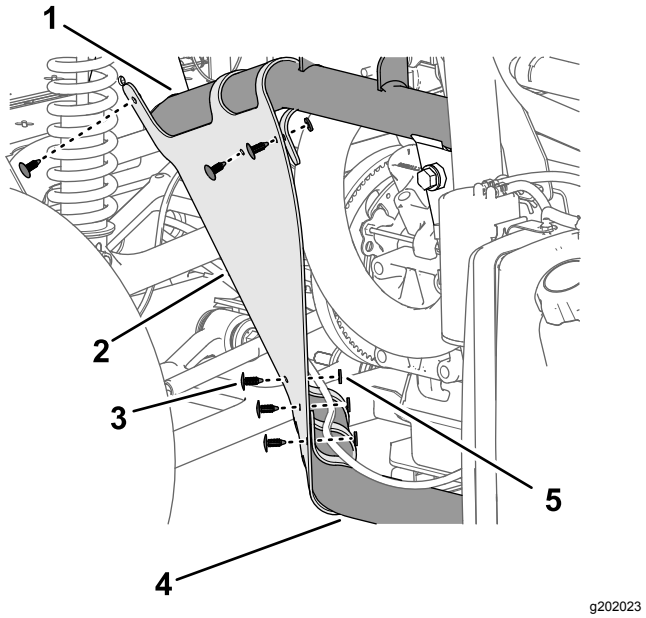

Figur 218
2. Fastgør inderskærmens afskærmning på stelrørene med 6 skubbefastgørelsesanordninger (Figur 218).
3. Ret hullerne i skærmen ind efter hullerne i maskinstellet som vist i Figur 218.